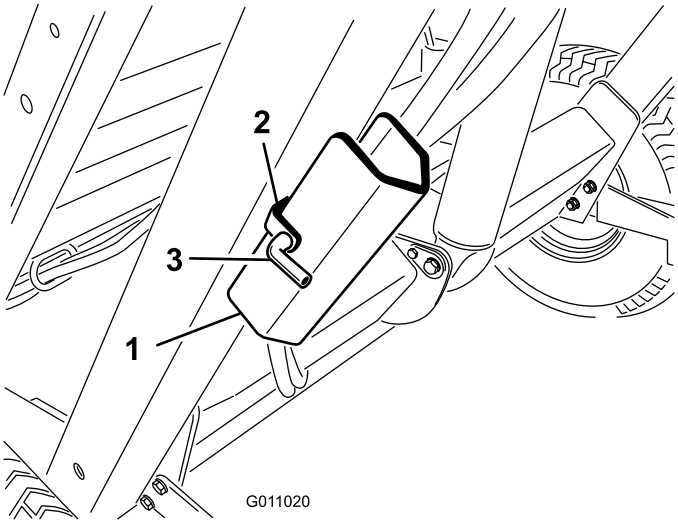

Figur 25
2. Ta bort hårnålssprinten och bulten som håller fast trågstödet vid förvaringsfästet på uppsamlarens ram (Figur 25). Ta bort trågstödet.